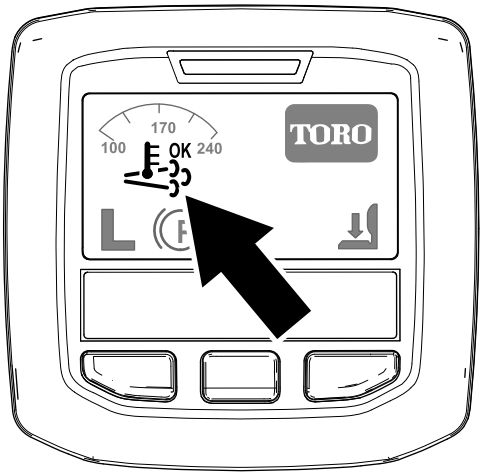

Figuur 29
- Het pictogram ondersteunde/reset regeneratie verschijnt op het InfoCenter (Figuur 29).